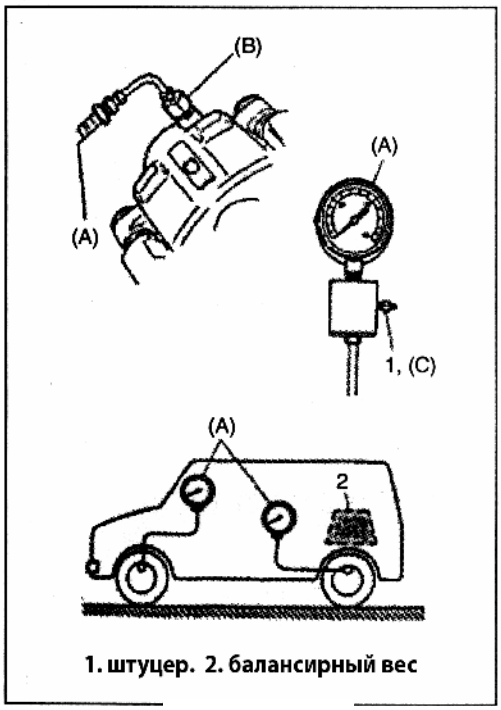

Рис. 709
2) Установите измерительные приборы на переднюю и заднюю ось (Рис. 709)